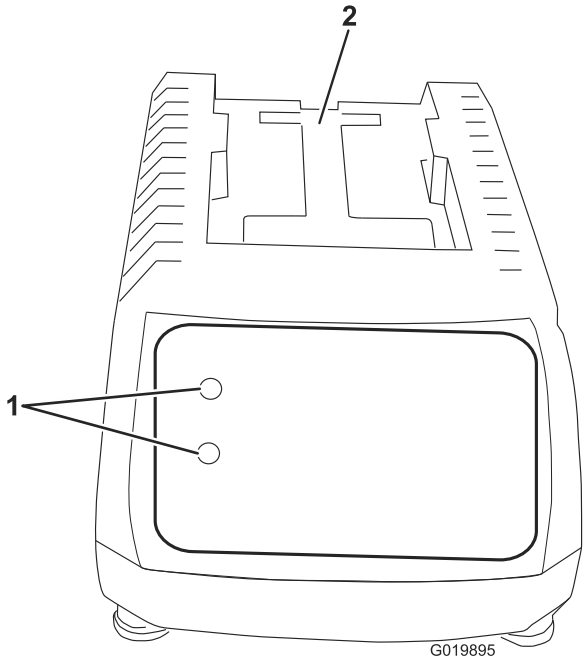
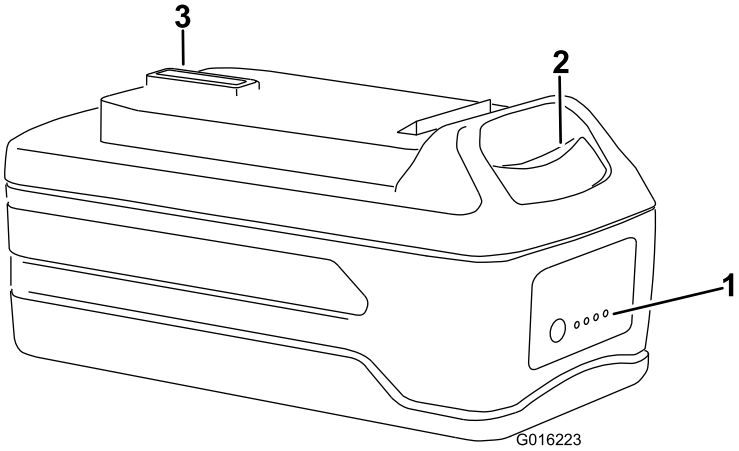

Figure 8
Figure 9
1. Retournez la batterie et placez la borne en face de la fente du chargeur (Figure 8 et Figure 9).